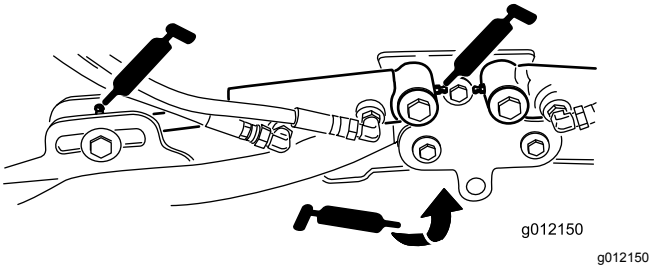

Figuur 64
- Cilinders van hefarm van maaidek (2 elk) (Figuur 64)
- Draaipunten van hefarm (1 elk) (Figuur 64)